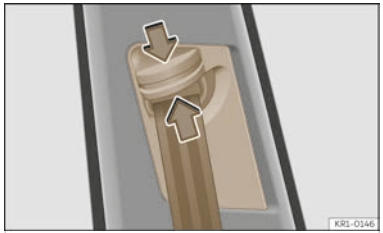

Fig. 27 Near the front seats: seat belt height regulator.
- Keep the guide device pressed down in the direction of the arrow ››› **Fig. 27**.